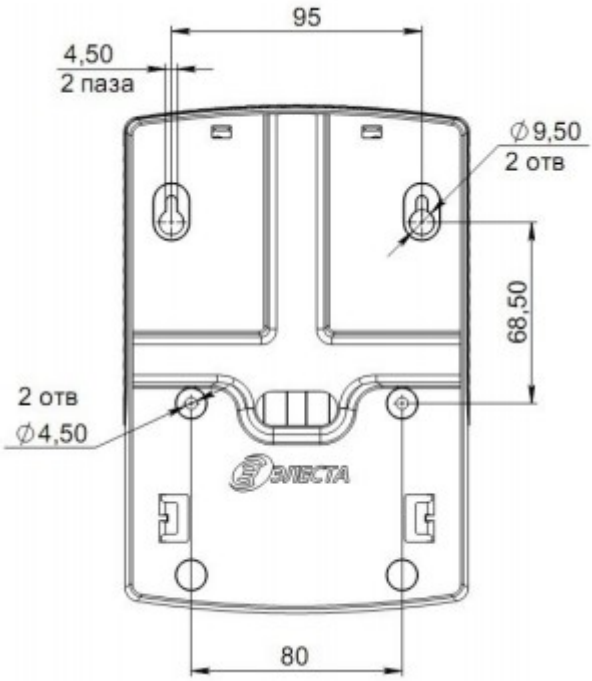

Рисунок 4.1. Установочные размеры прибора
Прибор устанавливается в помещении с ограничением доступа посторонних лиц, в удобном для технического обслуживания месте. Прибор крепится к стене на высоте, удобной для наблюдения за индикацией. Прибор навешивается на два шурупа, ввинченных в стену и крепится двумя другими шурупами через отверстия в основания корпуса (рисунок 4.2). (рисунок 4.1).
3. Навесьте прибор на стену с помощью двух шурупов, соблюдая установочные размеры (рисунок 4.1);
4. Закрепите прибор на стене двумя другими шурупами по установочным размерам (рисунок 4.1), предварительно продев провода внешних подключений через отверстие в основании корпуса.